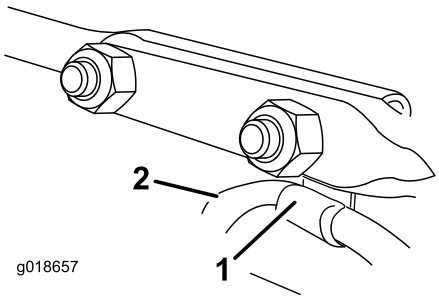

Figur 16
6. Sæt den kabelklemme, der støtter deflektorkablet, under hovedet på bræddebolten til fremadkørsel, og fastgør bræddeboltene med låsemøtrikkerne fra posen med løse dele (Figur 16).